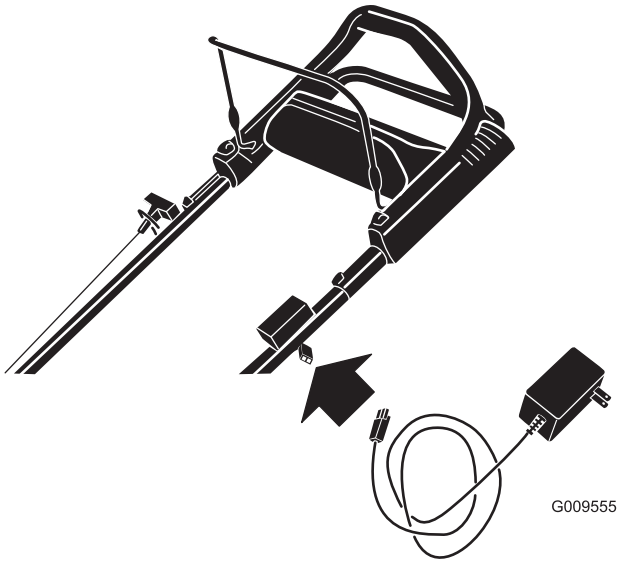

Figuur 33
1. Sluit de acculader aan op de kabelboom van de machine die zich onder het contactsleuteltje bevindt (Figuur 33).